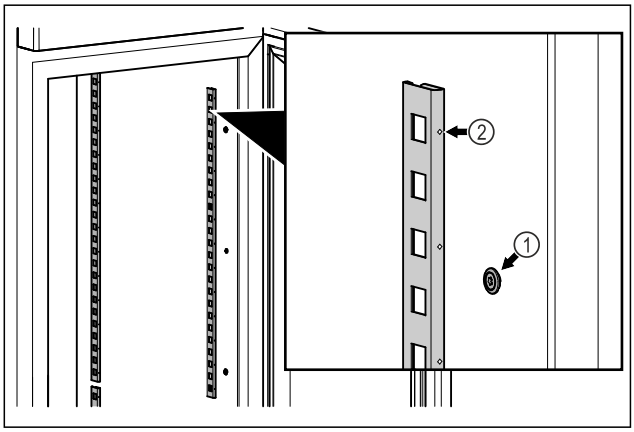

Fig. 56 Reprezentare exemplificativă
▶ Acroșați barele de prindere în sistemul de suspendare *Fig. 56 (1)*. Marcajul *Fig. 56 (2)* trebuie să fie orientat spre înainte.